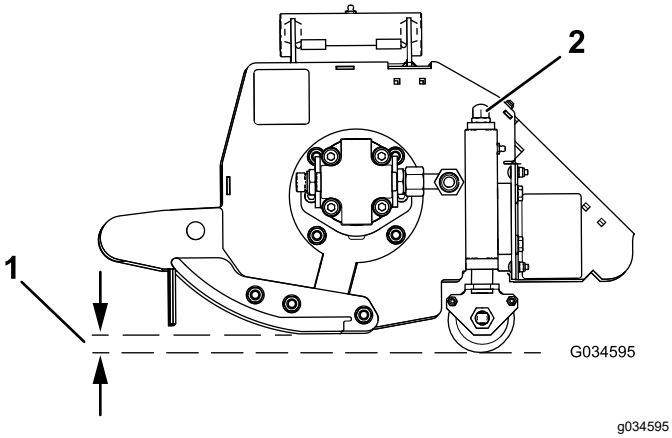

Figur 31
2. Drej justermøtriksamlingen i begge ender med uret for at mindske klippehøjden eller mod uret for at øge klippehøjden (Figur 31).